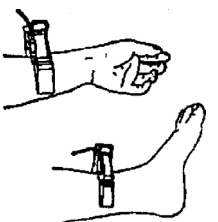

Figure 18
- When the limbs electrodes are installed, the electrodes should be fixed to tenderness skin of feet and hands. Clean the skin where the electrode is fixed with alcohol, then lay a little conductive paste to the skin. The side which has sheet metal should be placed to the inside of the limbs (As Figure 18).